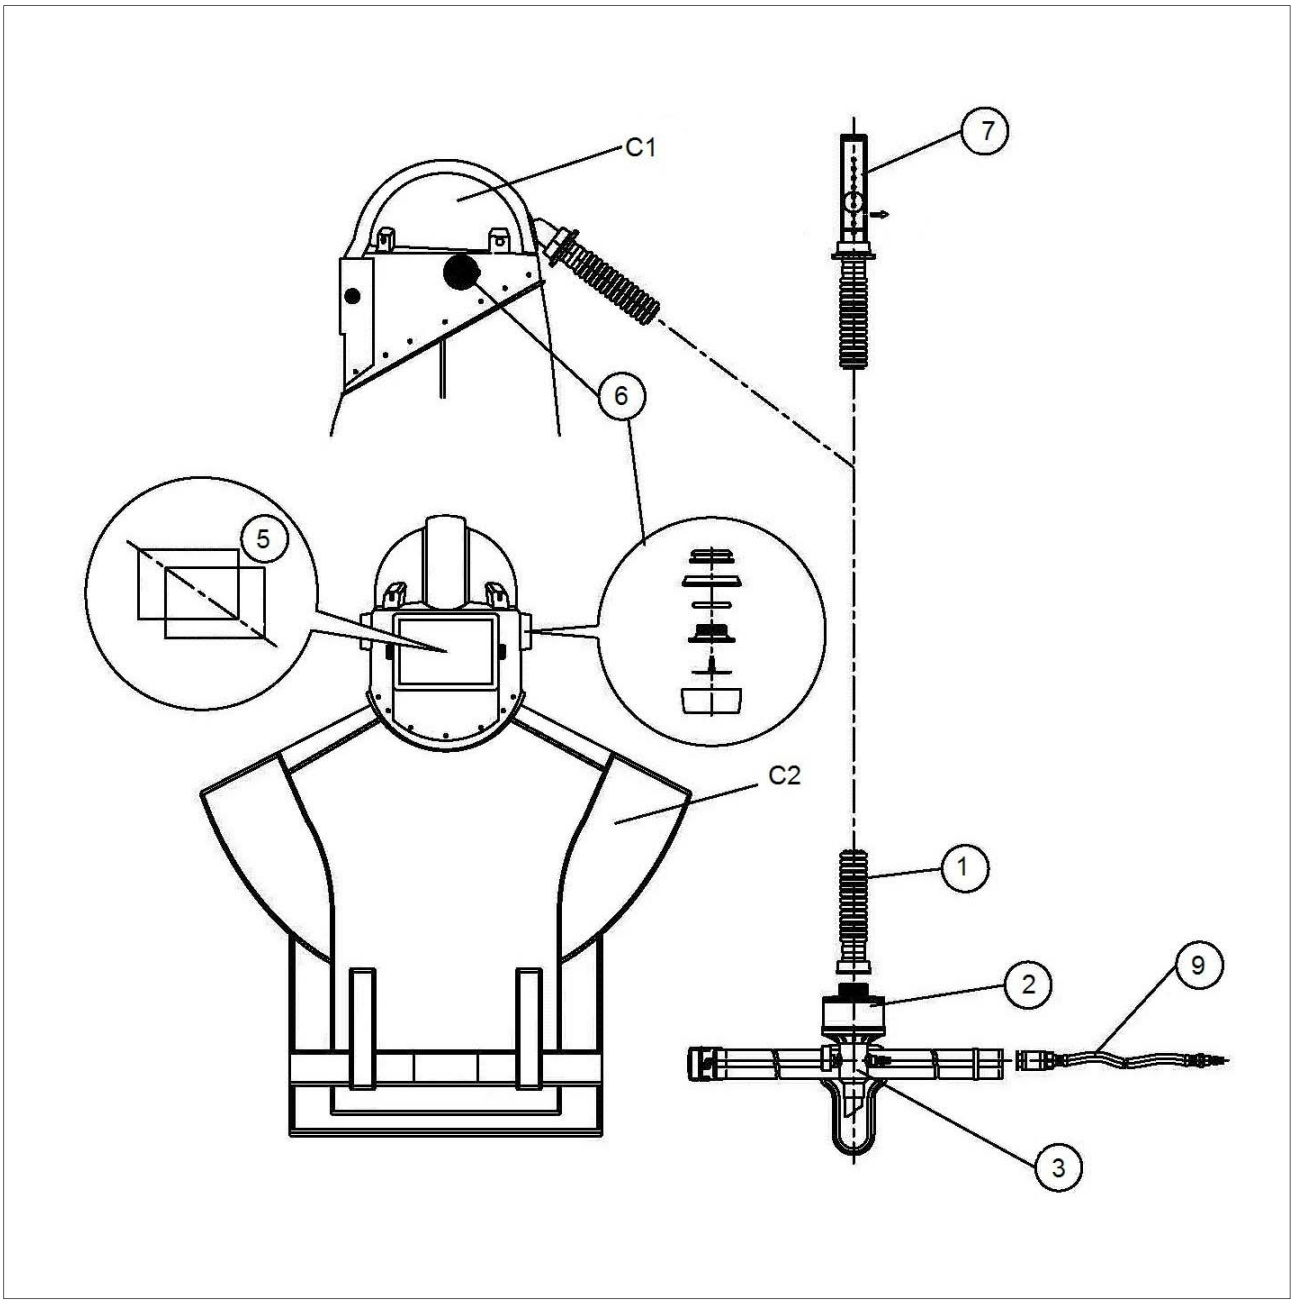

Fig.3 ACS 952
• due valvole di scarico protette da cuffie paravalvola (6);
• due schermi di protezione in policarbonato omologati secondo EN 166 punto 7.2.2 (impatto ad alta velocità = 120 m/sec) che impediscono nel caso di rottura dei vetri che i frammenti possano giungere al viso dell'utilizzatore (5);
• due vetri trasparenti facilmente sostituibili posti all'esterno della maschera, che evitano la smerigliatura degli schermi protettivi (5);
• una bardatura esterna collegata al facciale mediante fibbie scorrevoli che consentono un rapido e facile indossamento (8).
3.1.3. Casco ACS 952 (vedi fig.3)